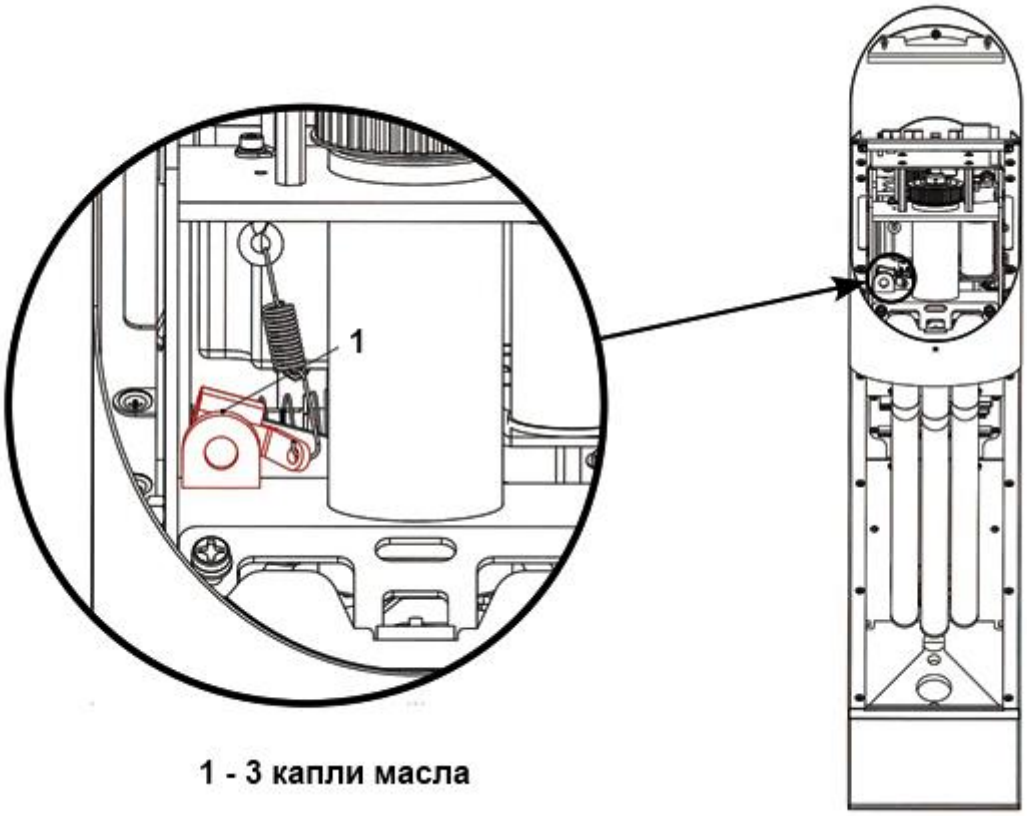

Рисунок 20 – Ось вращения рычага ролика
3.7.2 Рисунок 20 – смазать ось вращения рычага ролика.
Элементы этого узла расположены за рычагом ролика (Рисунок 20 – рычаг ролика).